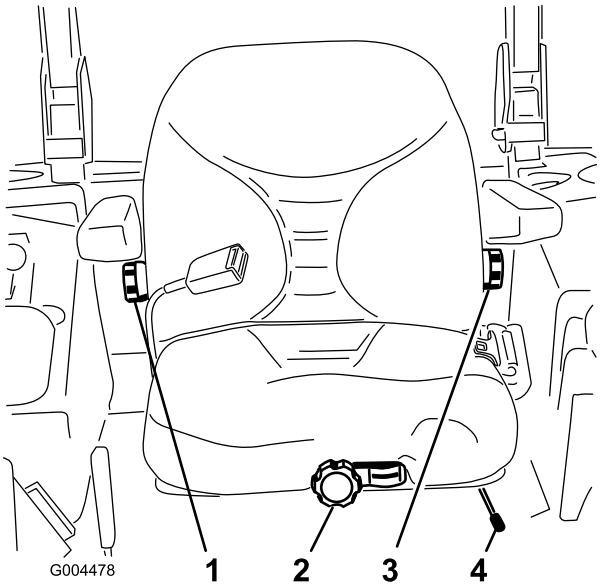

Rysunek 31
1. Aby wyregulować fotel, przesuń dźwignię w bok w celu odblokowania pozycji fotela (Rysunek 31).
Gdy fotel jest wolny, obróć pokrętło z przodu w dowolnym kierunku w celu zapewnienia największego komfortu (Rysunek 31).
Aby wyregulować fotel, obracaj pokrętło pod prawym podłokietnikiem w dowolnym kierunku i znajdź położenie zapewniające największy komfort (Rysunek 31).
Aby je wyregulować, obracaj pokrętło pod lewym podłokietnikiem w dowolnym kierunku i znajdź położenie zapewniające największy komfort (Rysunek 31).